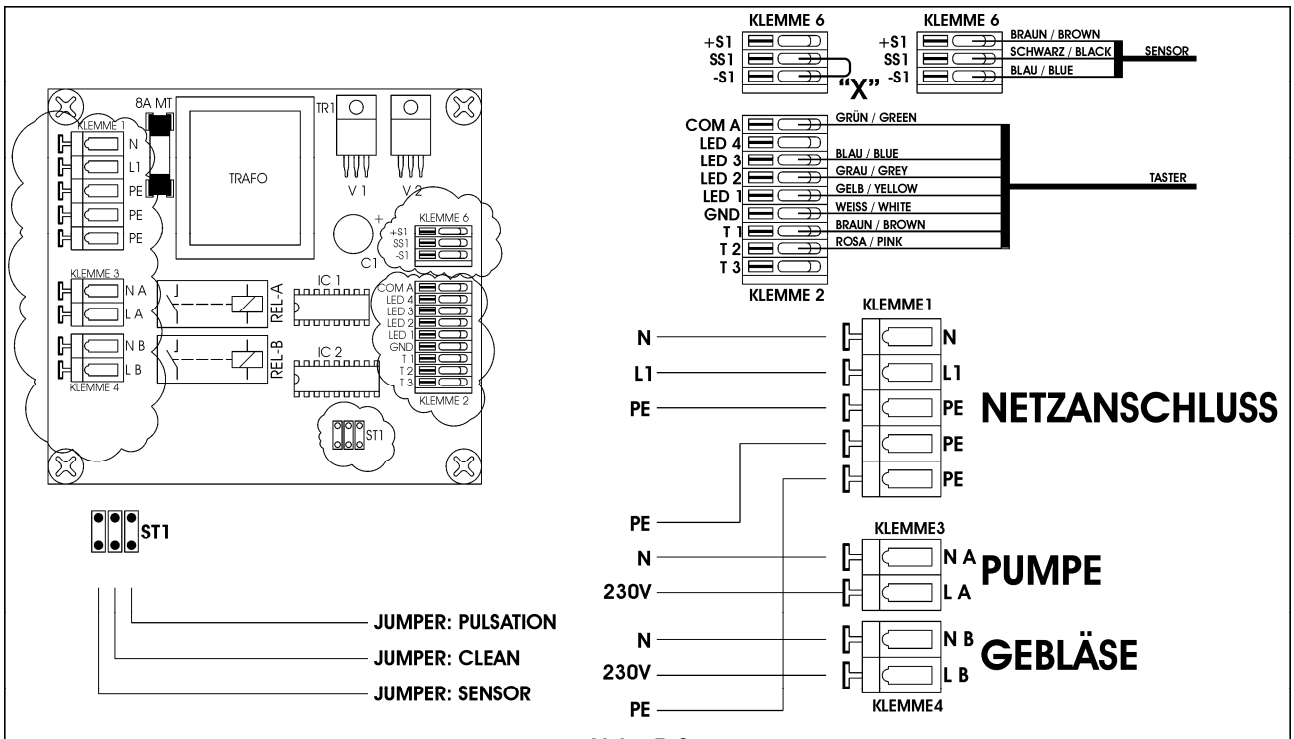

Abb. 5.3
5.1.3 Steuerung S2 - Pumpe + Gebläse (Abb. 5.3)